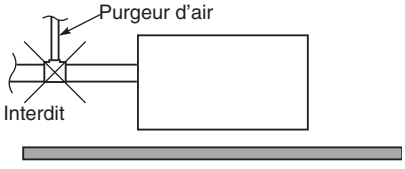

Fig. 3-10
- **Ne pas installer un purgeur d'air; il pourrait entraîner un jet d'eau de la sortie de tube de vidange. (Fig. 3-10)**